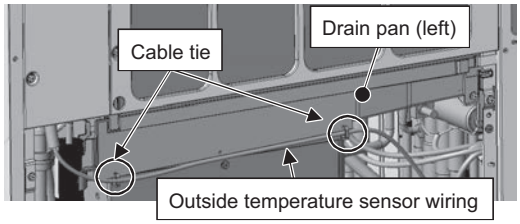

Figure 10
(4) Hold the external temperature sensor wiring to the left drain pan with two cable ties. (See Figure 10.)